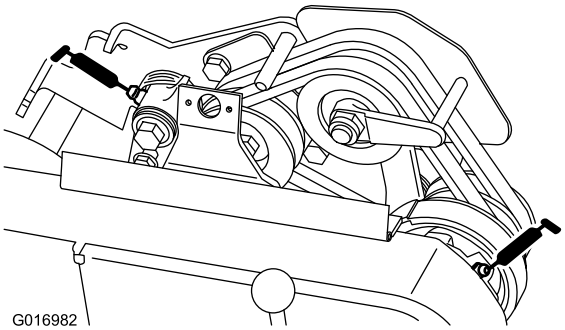

Figur 20
- 2 på styreremskivernes drejetapper (Figur 20).